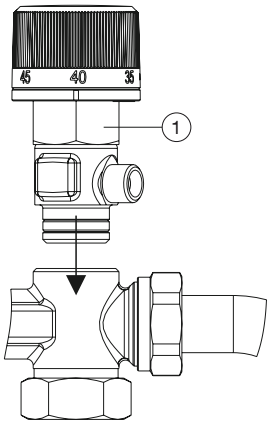

Fig. 11: Montage du robinet Regudis W-HTO Duo
(1)	Écrou d'accouplement (clé de 32)
(2)	Adaptateur (clé de 16)
7. Visser le robinet dans le distributeur (voir Fig. 11).